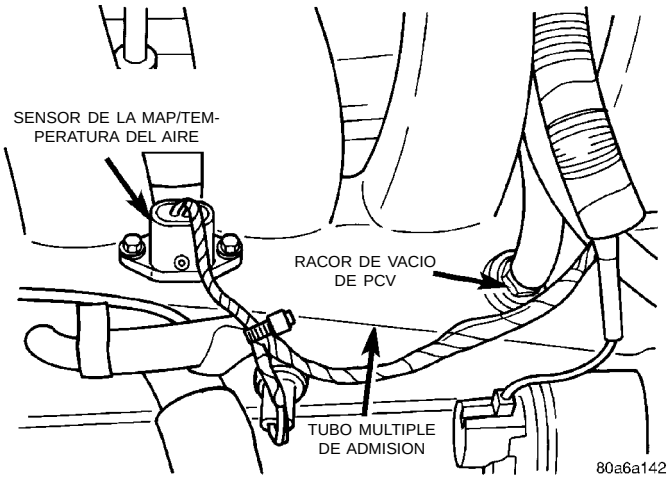

Fig. 15 Conexiones eléctricas del tubo múltiple de admisión y de la manguera de vacío
(13) Desconecte el conector eléctrico de la presión absoluta del múltiple (MAP) y del sensor de temperatura del aire de admisión (TMAP) (Fig. 15). Desconecte las mangueras de vapor y del multiplicador del freno.